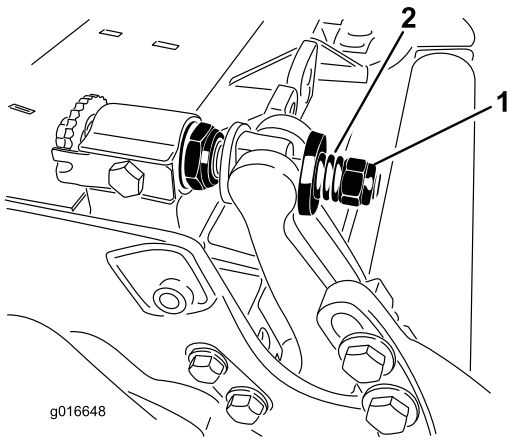

Figur 29
3. Tilspænd fjederspændingsmøtrikken, indtil fjederen er trykket sammen, skru derefter igen møtrikken ud med en halv omgang (Figur 29).
10. Stram møtrikken på hver bundtværstangs justeringsanordning, indtil trykfjederen er helt nedtrykket, løsn derefter møtrikken med 1/2 omgang (Figur 29).